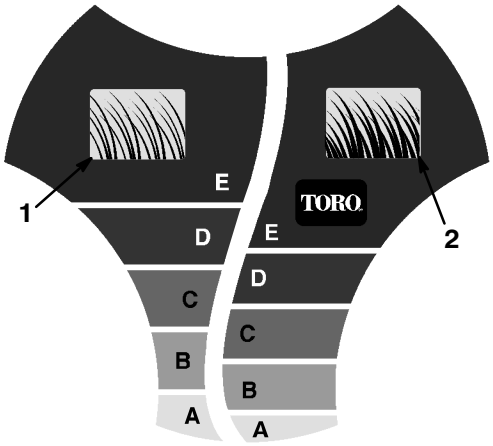

Bild 17
Das *SmartWheel* weist zwei Schnitthöhenskalen auf: *Dünn*/*Normal* und *Satt*—damit Sie bei jedem Rasenzustand immer das beste Ergebnis erzielen (Bild 17). Benutzen Sie die *Dünn*/*Normal*-Skala während der warmen Saison für den Großteil Ihres Mähbedarfs. Die *Satt*-Skala dient ausschließlich starkem, nassem und sattem Graswuchs, den Sie am häufigsten im Frühjahr antreffen.
2. Bewegen Sie den Rasenmäher aufs Gras; schieben Sie den Rasenmäher nicht mehr weiter, wenn das *SmartWheel*™ Motiv an einem der Hinterräder aufrecht steht (Bild 17).